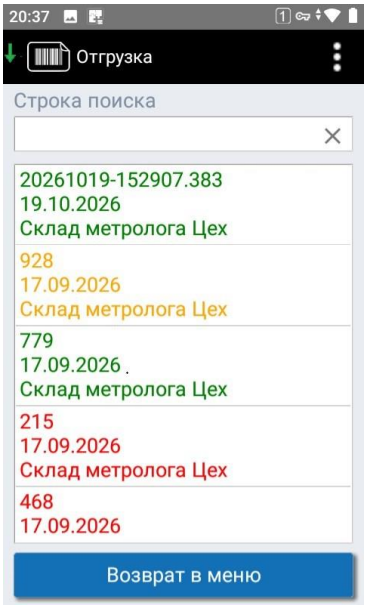

Рисунок 30. Документы-требования цехов (ЦИС)
2. Выберите документ-требование цеха (см. Рисунок 30). Если включён параметр «показ номера партии в документе-требовании межцехового перемещения», в списке выводится номер партии.